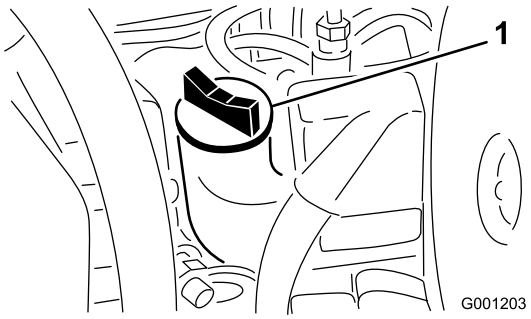

Figur 23
5. Hvis oljenivået er under Full-merket, tar du av oljelokket (Figur 23) og fyller olje til nivået når opp til Full-merket på peilestaven. **Ikke fyll på for mye.**.